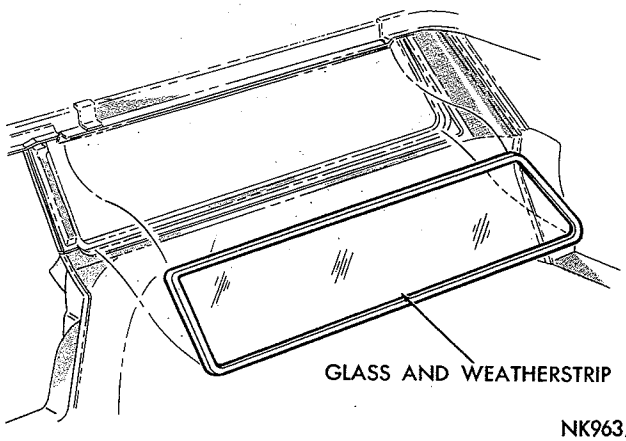

***Fig. 141—Quarter Window Installation***
(8) Remove quarter window and weatherstrip assembly from opening (Fig. 141) from inside vehicle.
(9) Remove weatherstrip from glass.
(1) Install the front, rear and lower polyethylene seals.
(2) Install weatherstrip on quarter glass.
(3) Position glass and weatherstrip assembly in window opening from inside vehicle (Fig. 141).